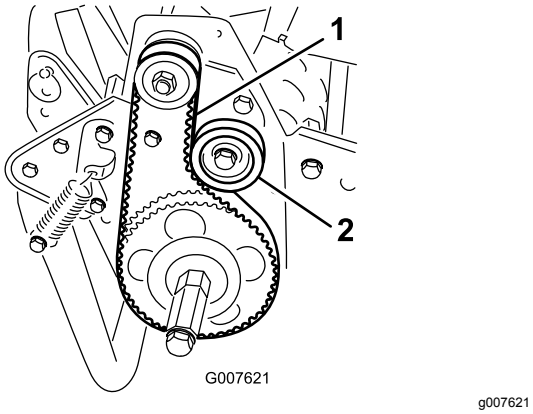

Figur 44
2. Kontroller spændingen ved at trykke remmen ned midtvejs mellem remskiverne (Figur 44) med en kraft på 18 til 22 N.
A. Løsn styreremskivens monteringsmøtrik, og drej styreremskiven med uret mod bagsiden af remmen, indtil den ønskede remspænding opnås (Figur 44).